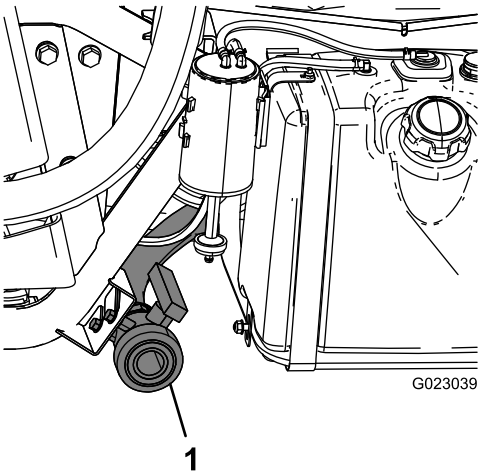

Rysunek 15
2. Zlokalizuj zawór spustowy zbiornika po lewej stronie maszyny (Rysunek 15).
4. Otwórz zawór, aby spuścić niewykorzystaną ciecz ze zbiornika. Zutylizuj ją zgodnie z lokalnymi przepisami i instrukcjami producenta środka (Rysunek 15).
5. Kiedy zbiornik zostanie całkowicie opróżniony, zamknij zawór spustowy i umieść zawór z powrotem w uchwycie (Rysunek 15).